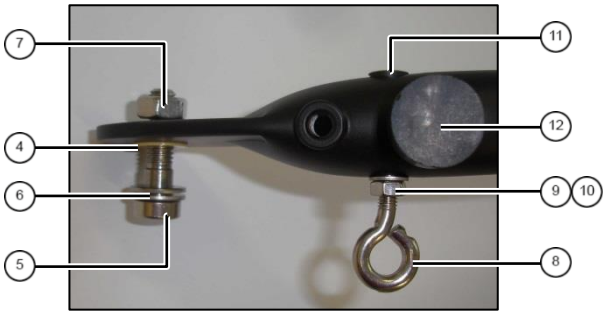

Abb. 2: Silentblöcke, Gleitlager, Ösenschraube
2. Gleitlager ④ von innen einpressen. Schraube ⑤, 2 U-Scheiben ⑥ und Mutter ⑦ anbringen (Abb. 2).
3. Ösenschraube ⑧, Mutter M5 ⑨, U-Scheibe 5,2mm ⑩ und Hülsenmutter ⑪ montieren (Abb. 2).
4. Silentblöcke ⑫ montieren (Abb. 2).